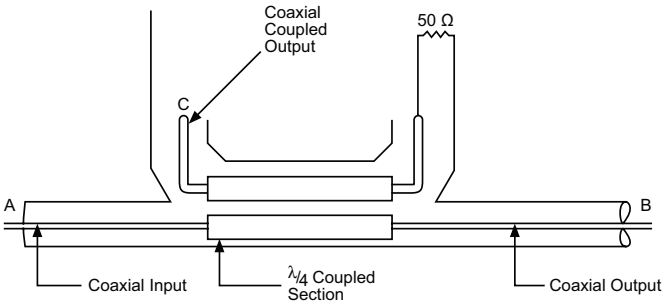
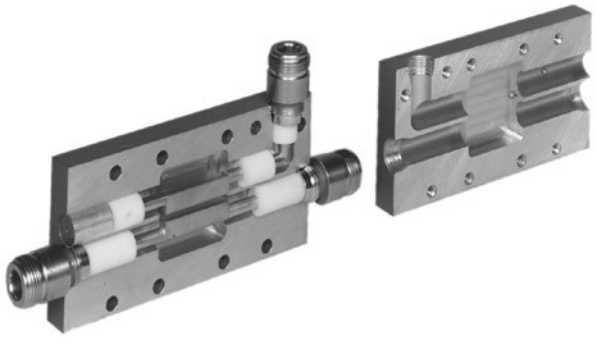

Figure 1. Diagram of a typical directional coupler
Figure 2. Internal view of a typical coaxial coupler
The basic construction of a coupled-line directional coupler can be seen in Figure 1, which illustrates a typical coaxial-line, microwave directional coupler such as might be used for microwave applications. It consists of two parallel striplines coupled over a length of approximately one-quarter wavelength. The mainline input (A) and output (B) coaxial lines are connected to one stripline; the other stripline is terminated in Z_o at one end, and is connected to the coupled output port through a coaxial line (C). The two sections, referred to respectively as the main and auxiliary lines, are separated from each other except for the coupling area, through which energy is unidirectionally coupled from the main line to the auxiliary line. An internal view of a typical Narda coaxial coupler is shown in Figure 2.